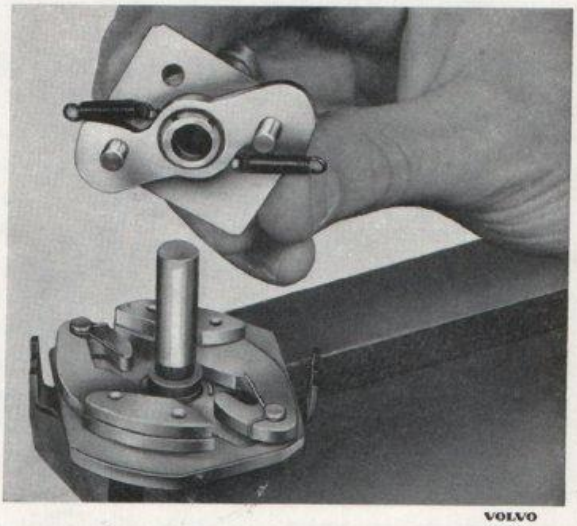

Bild 10-57. Montering av brytarkamaxel
2. Smörj och montera brytarkamaxeln samt sätt på fjädrarna. Bild 10-57.